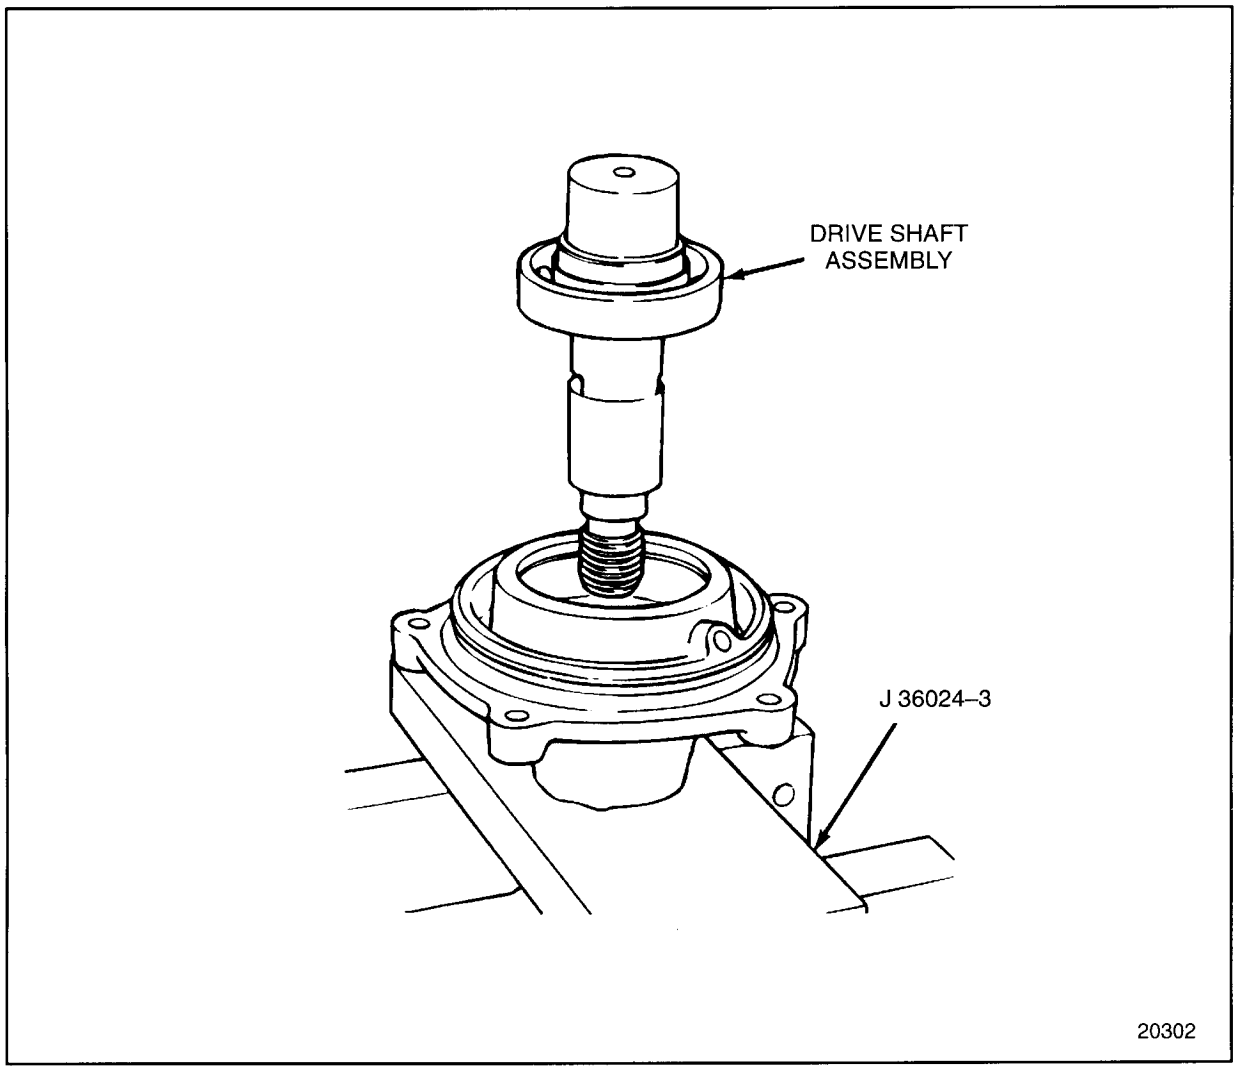

Figure 1-474 Bearing Installation
11. Press the bearing into the housing until the bearing is seated against the shoulder of the housing. See Figure 1-474.